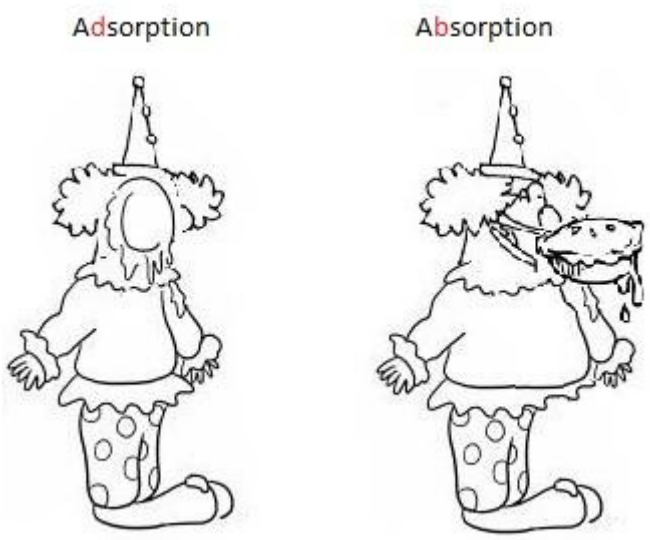

Figure 5.3: Adsorption vs. absorption (Author: Patryk Własiuk)
3.1 **Introduction of new terms:** absorption and adsorption (Fig. 5.3)